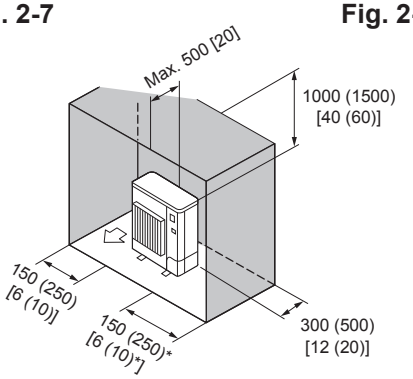

Fig. 2-11
⑥ Obstacles uniquement à l’arrière, sur les côtés et au-dessus (Fig. 2-11)